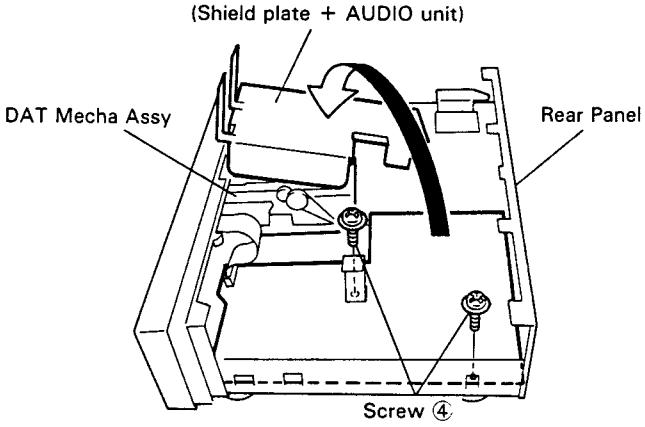

Fig. 4
7. Remove screw ④ (2 screws) on the MAIN unit.
9. While holding up the MAIN unit again, place the (shield plate + AUDIO unit) removed in Step 6 on the DAT Mecha Assy. (Refer to Fig. 4.)